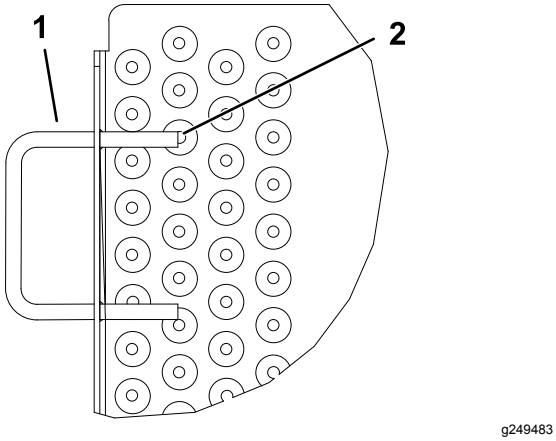
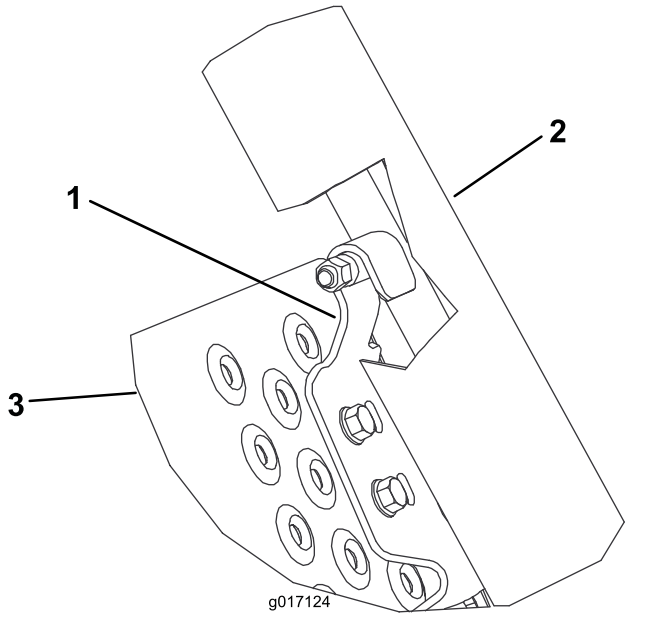

Figur 3
Figur 4
6. Anbring et låsebeslag fra sættet i hver side af rampen, så de flugter med læsserampernes underside, går i indgreb med de smurte stifter i læsseramperne og flugter med hullerne i rampen (Figur 4). Brug kun 1 par monteringshuller pr. låsebeslag.
Bemærk: Hvis rampens håndtag er i vejen for låsebeslagets monteringsholder, skal du efter behov slibe håndtagets ende af for at blotlægge hullet (Figur 3). Reparer malingen.
8. Løft og lås rampen. Juster låsebeslagene, så de griber ind i stifterne, og stram flangeskruerne og møtrikkerne (Figur 3 og Figur 4).